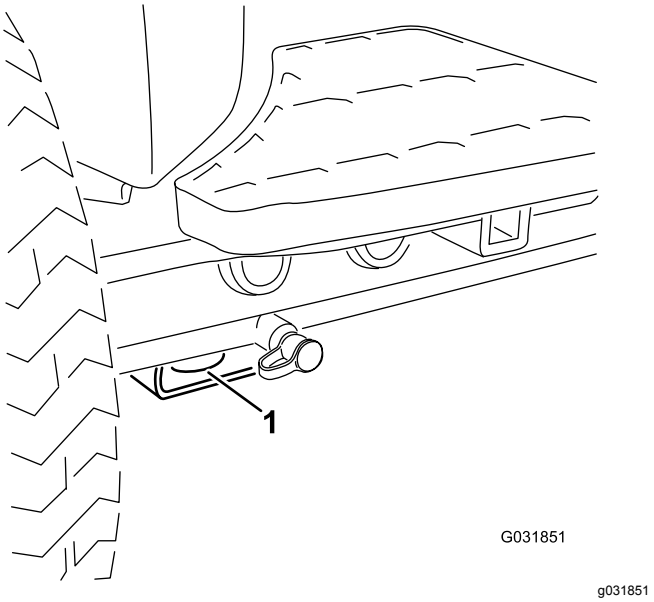
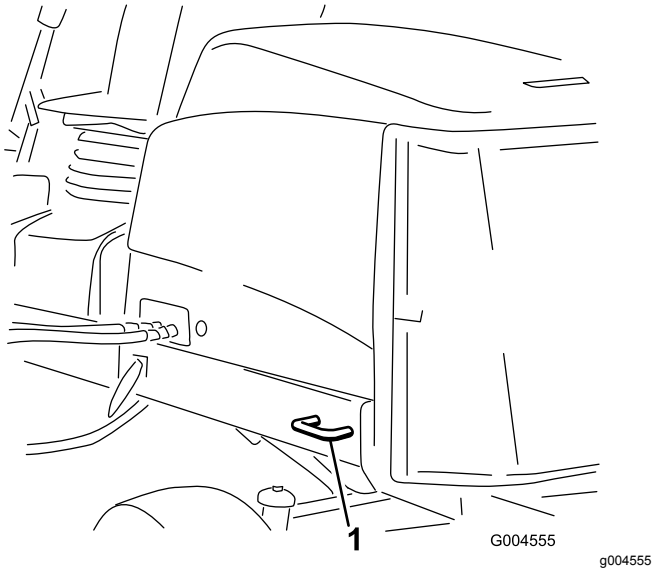

Figur 73
Figur 74
- Bind fast maskinen så att den sitter säkert. Både de främre och bakre spännremmarna ska vara riktade nedåt och ut från maskinen. Se Figur 73 och Figur 74.
- Fram – hål i det fyrkantiga belägget under axelröret inuti båda framdäcken (Figur 73)
- Bak – på båda sidor av maskinen, på den bakre ramen (Figur 74)